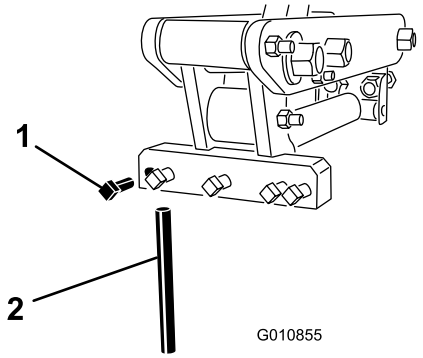

Figuur 24
3. Draai de klembouten los en verwijder de eerder gebruikte tanden (Figuur 24).